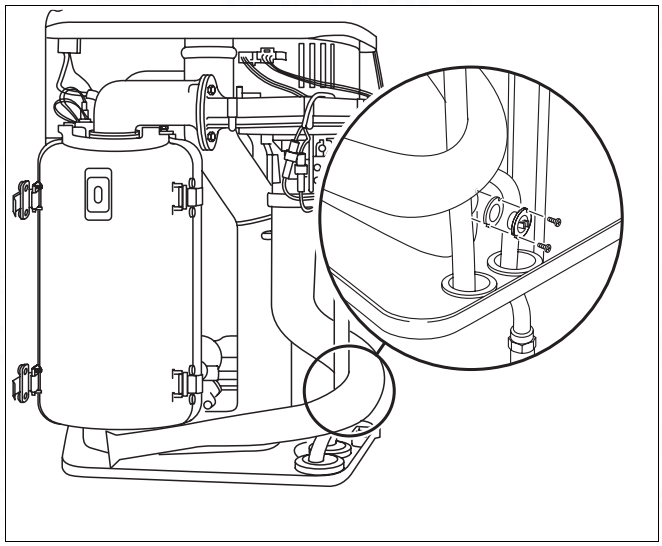

Fig. 53 600 - 11S / 19S / 24S / 24C: replacing the flue gas sensor
- Remove the flue gas sensor and replace with a new unit (fig. 53).